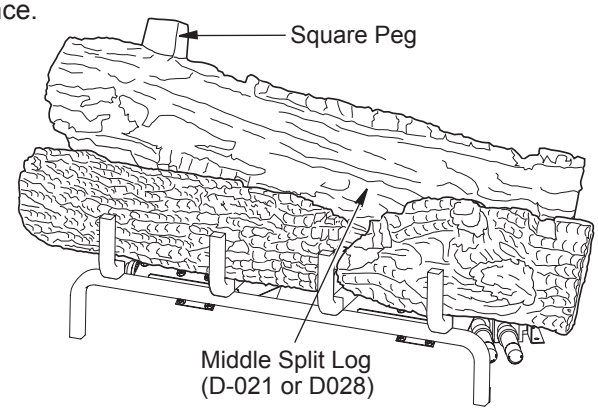

Figure 22 - Installing Middle Split Log (D-021)
5. Find the middle split log (LMF30GTA/B or LMF30MOA/B models: D-021, LMF36GTA/B or LMF36MOA/B models: D-028). See ***Figures 22 and 22A***. The split side of the log faces forward. The log has a notch that fits around the burner tube on the right side. The left side of the burner tube fits into the notch on the back side of this log. The log is placed properly when it sits parallel to the tube burner and the square peg is pointing up. See figures for reference.